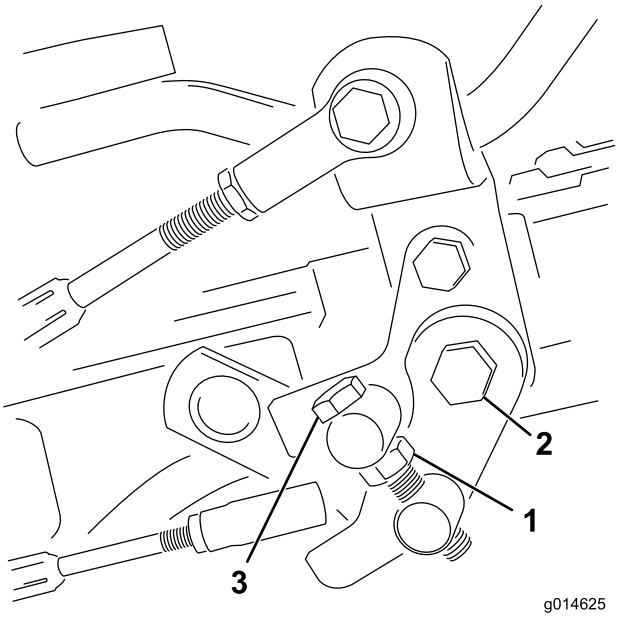

Figur 55
1. Løsne låsemutteren på vuggetappbolten (Figur 55).
4. Stram låsemutteren på vuggetappbolten og mutteren på pedaltappen for å låse justeringen (Figur 55). Sjekk justeringen, og juster etter behov.